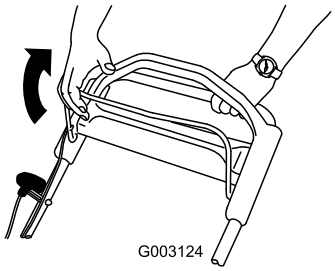

Figuur 15
1. Trek de bladcontrolebalk naar de handgreep toe(Figuur 15).